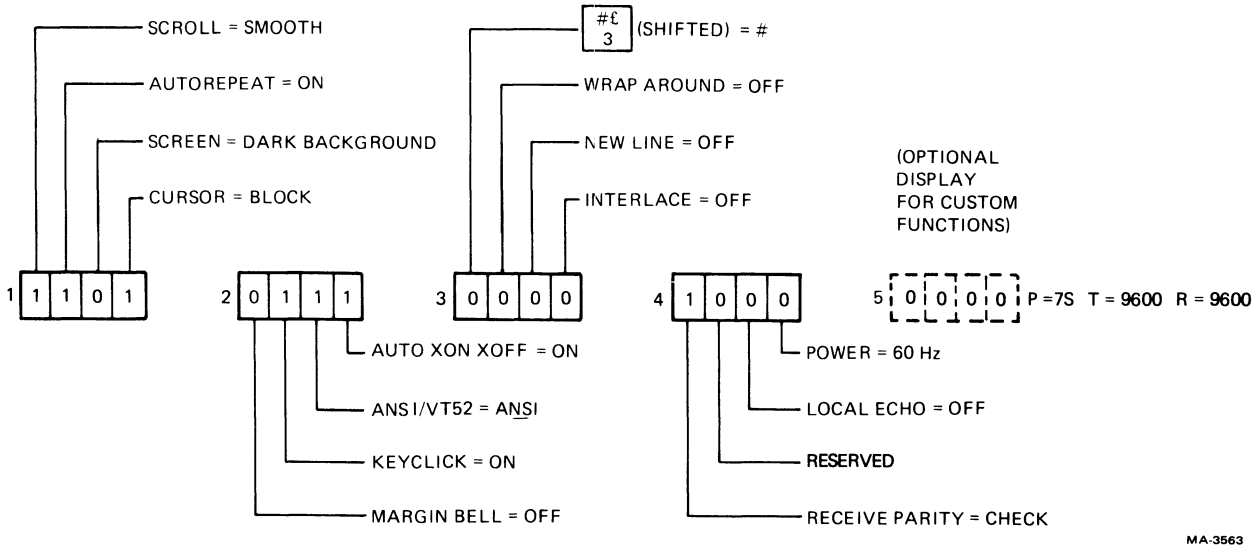

Figure 6-7 VT132 SET-UP-B Default Summary
6.1.3.9 VT132 Default Feature Settings – The VT132 contains two default configurations for the SET-UP features. The first default configuration sets only the tabs. The second default configuration is a general default and all feature settings including the tabs are reset. The default settings are contained in the terminal ROM. Figures 6-7 and 6-8 summarize the SET-UP B and SET-UP C default conditions.